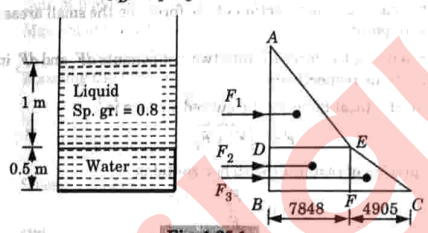

Fig. 1.25.1.
1. Total pressure on one side is calculated by drawing pressure diagram, which is shown in Fig. 1.25.1.